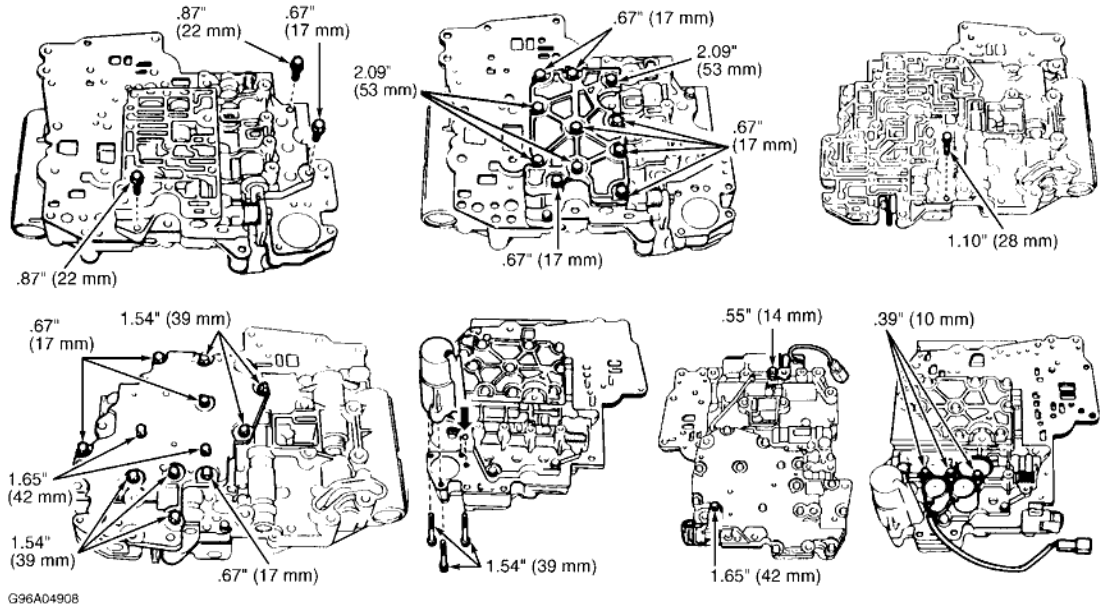

Fig. 42: Locating A-540E & A-540H Valve Body Bolts
bodies with gaskets and plate. Note length and location of bolts. Install and finger tighten 3 bolts in upper valve body to secure lower valve body. See **Fig. 42** .
3. Install lock-up relay valve sleeve stopper. Install upper valve body cover gaskets, plate and throttle modulator oil strainer. Install upper valve body cover, and finger tighten 11 bolts in valve body cover. See **Fig. 42** . Install and finger tighten bolts in lower valve body.
2. Hold upper valve body, No. 1 plate and gaskets so they do not separate. Align each bolt hole in valve bodies with gaskets and plate. Note length and location of bolts. Install and finger tighten 3 bolts in upper valve body to secure lower valve body. See **Fig. 42** .